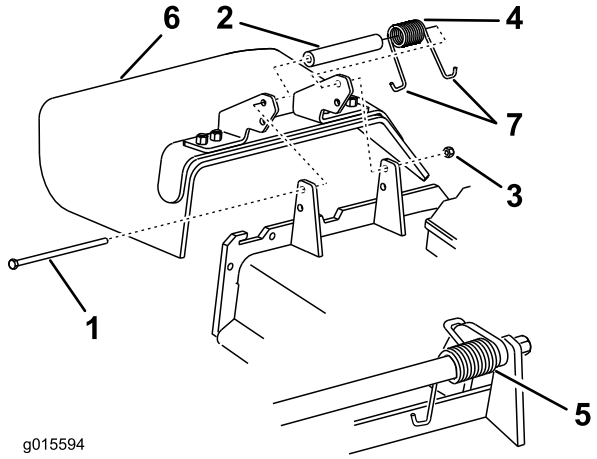

Figura 90
1. Togliete il dado di bloccaggio, il bullone, la molla e il distanziale che fissano il deflettore alle staffe orientabili del tosaerba (Figura 90). Togliete il deflettore di sfalcio se è danneggiato o consumato.
Nota: Verificate che un'estremità **J** della molla si trovi dietro il bordo del piatto di taglio prima di montare il bullone, come illustrato nella Figura 90.
3. Montate il bullone e il dado. Infilate un'estremità a gancio **J** della molla attorno al deflettore dello sfalcio (Figura 90).